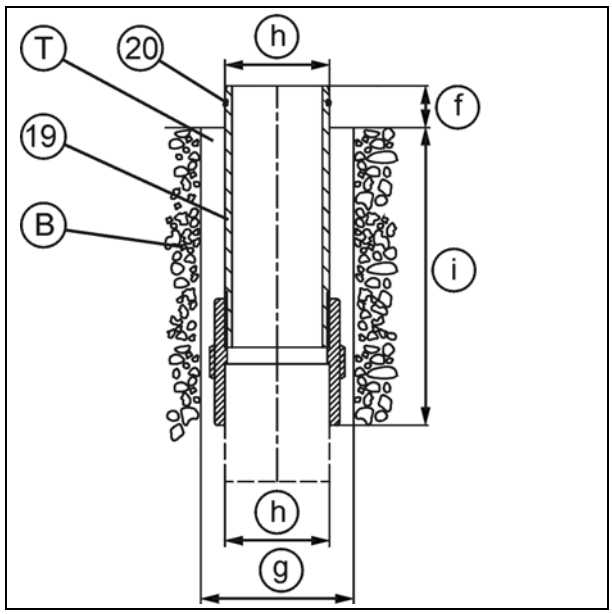
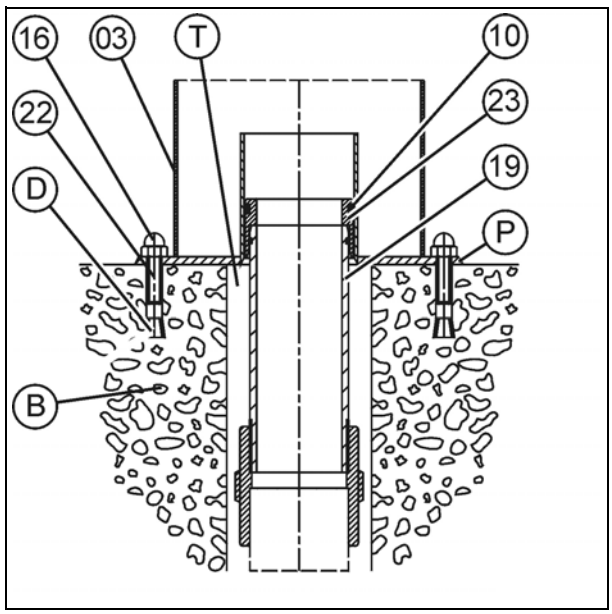

Fig. 10
Fig. 11
V. Fig. 10 e Fig. 11.
Asportare la pellicola protettiva C (fig. 10) dal set da inserimento (01).
Asportare la pellicola protettiva C (Fig. 10) dal set da inserimento (02).